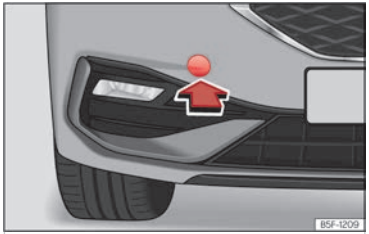

Fig. 231 En el lado derecho del paragolpes delantero: retirar la tapa.
El alojamiento de la argolla de remolque enroscable se encuentra en el lado derecho del paragolpes delantero detrás de una tapa ››› fig. 231.
2. Retire la tapa haciendo presión en la zona inferior de la misma y déjela colgando del vehículo ››› fig. 231.